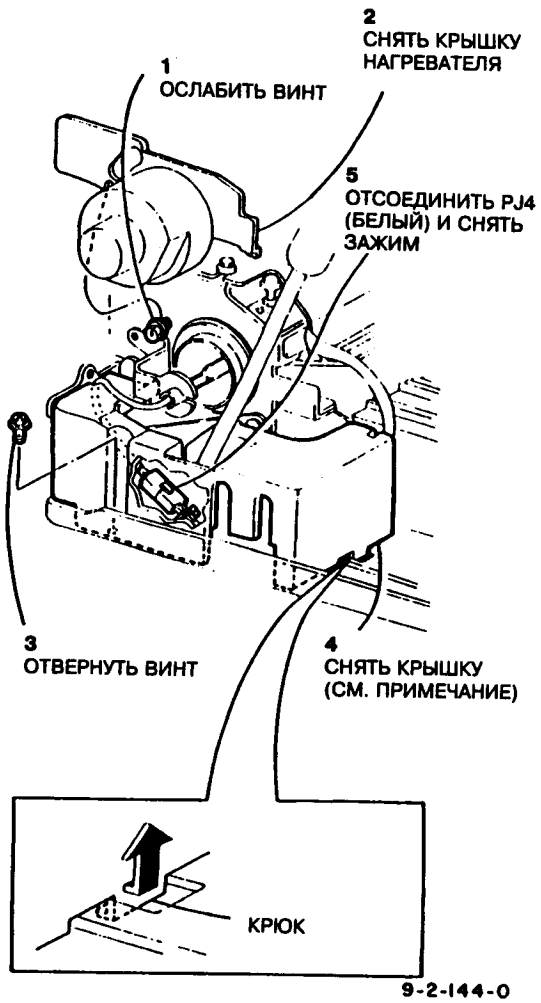

Рис.2 Отсоединение белого разъема/снятие крышки нагревателя
6. Отсоединить белый разъем на передней стороне машины и снять крышу нагревателя (рис.2).
ПРИМЕЧАНИЕ: Чтобы снять крышку, выдвинуть лоток 1 и пальцем отцепить крюк (рис.2).